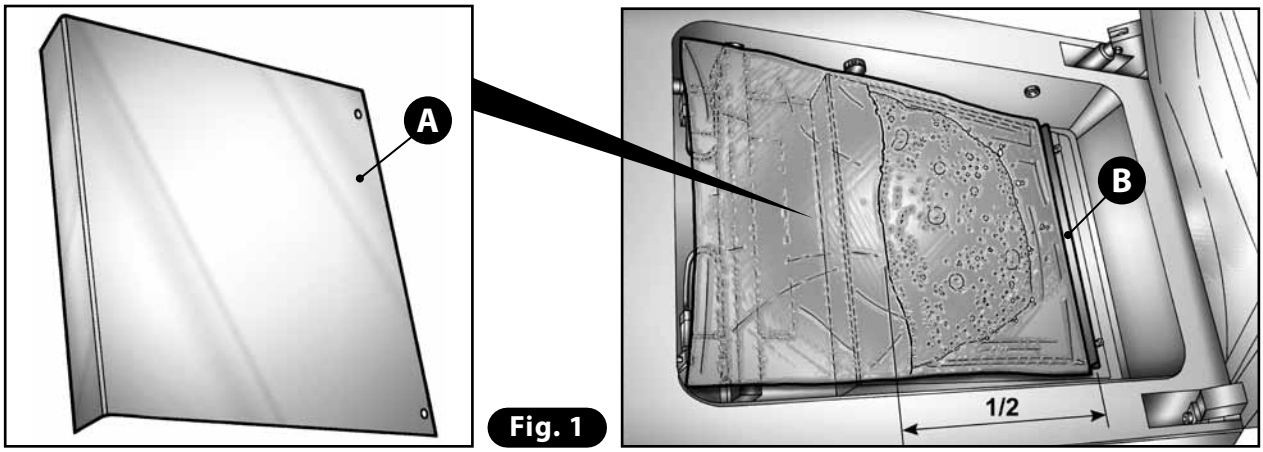

Fig. 1
3) Inserire all'interno della campana la busta contenente il liquido da confezionare,avendo cura di riempirla non oltre la metà (1/2) **(Fig. 1)**. Appoggiarla in posizione centrata sulla barra saldante, in modo che il lembo aperto risulti sporgente di circa 20 mm rispetto alla barra stessa.